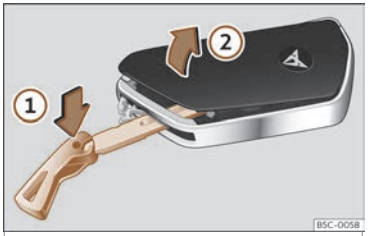

Fig. 73 Chave do vehículo:abrir a tapa do compartimento da pila.
- Introduza o espadín na fenda>>> **fig. 73**, preméndoo no sentido da frecha ① e desprenda a tapa facendo panca ②.